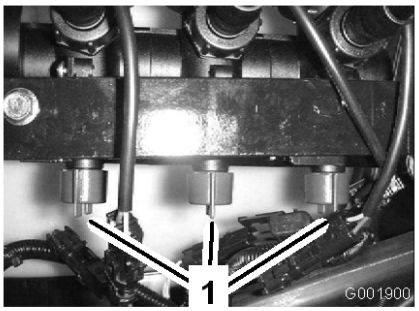

Figur 21
10. Juster bommens omløbsventil (Figur 21) under bommens kontrolventil for den bom, du deaktiverede, indtil trykværdien på måleren er den samme som i trin 7.